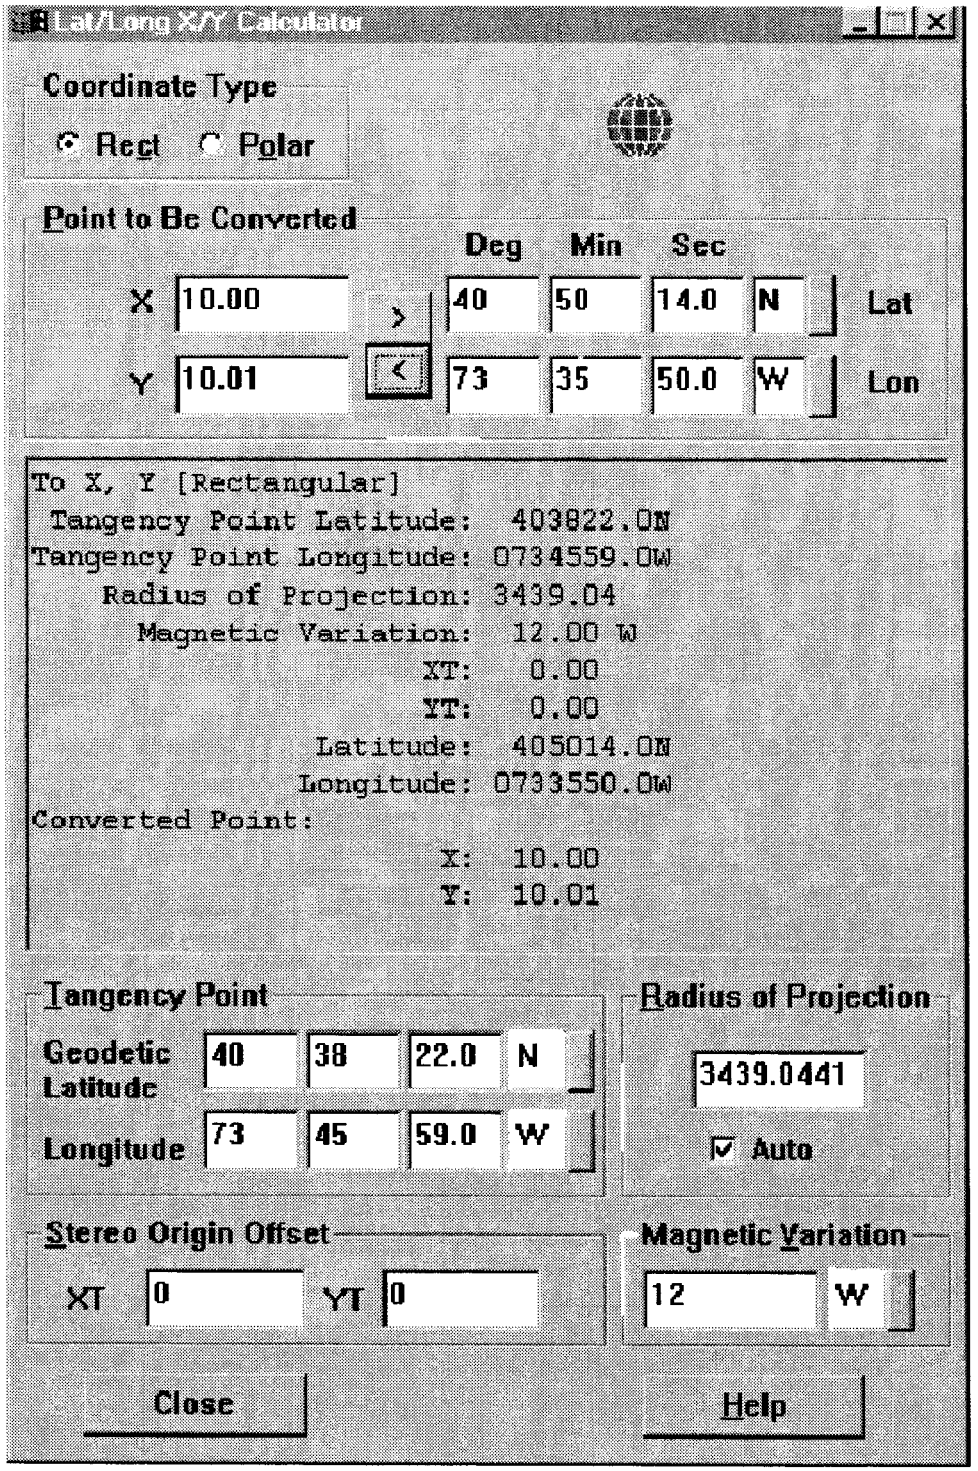

FIGURE 4-127. LAT/LONG X/Y CALCULATOR WINDOW
2. Observe the Lat/Long X/Y Calculator window (Figure 4-127).